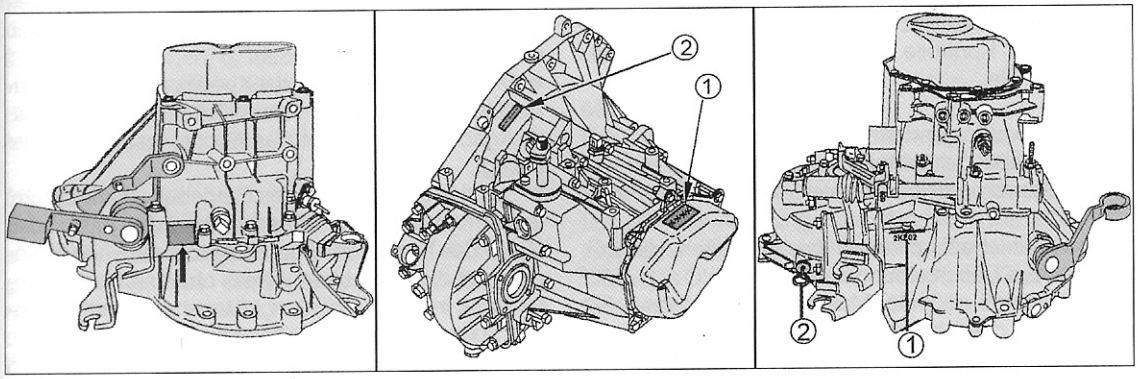

Bild 202
- Ein Typenschild ist an der Seite des „MG5TU"-Getriebes angeschraubt (in der linken Ansicht von Bild 202 gezeigt).
- In der mittleren Ansicht von Bild 202 ist das „ML5TU"-Getriebe gezeigt. An Stelle (1) ist das Typenschild verschraubt. Außerdem sind bei diesem Getriebe die laufende Produktionsnummer und die Getriebenummer an Stelle (2) eingestanzt.
- In der rechten Ansicht ist das „ME5TU"-Getriebe gezeigt. An Stelle (1) ist die Getriebenummer eingestanzt. Anhand des Ölmessstabs (2) kann man die Nummer leicht finden.
Gemeinsam haben die Getriebe nur die Ölwechselzeiten, d. h. das Öl sollte alle 60 000 km gewechselt werden. Beim Ölwechsel und auch bei der Kontrolle des Ölstands ist entsprechend der Getriebeausführung vorzugehen, d. h. als Erstes muss man sich vergewissern, welches Getriebe eingebaut ist. Falls dies nicht bekannt ist, kann man den Getriebetyp anhand der Angaben in Bild 202 ermitteln: